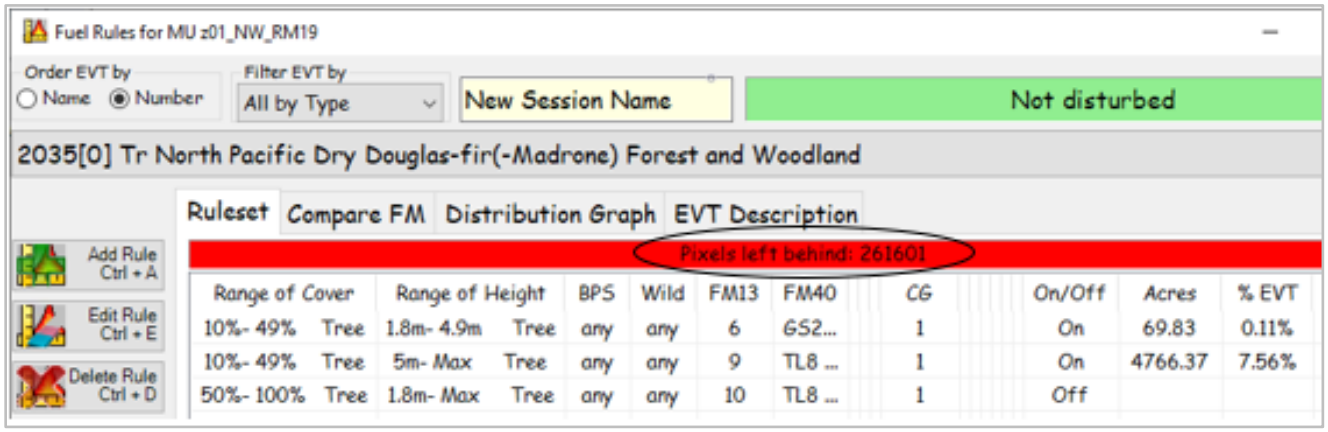

***Figure 6-10. FUEL Rules** dialog box showing pixels left behind.*
***Note**: The pixels left behind label will appear green when no pixels are left behind. If rules do not account for all pixels, or the rules overlap, the label will appear red indicating the number of missing pixels. (Figure 6-10)*